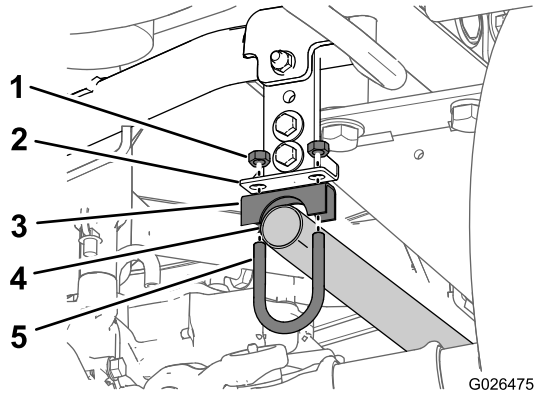

Figur 11
3. I udstødningsrørets åbne ende skal røret understøttes ved at montere en bøjleskrue (1-1/4 tomme), et sadelbeslag (1-1/4 tomme) og 2 møtrikker løst på røret og udstødningsrørets beslag (Figur 11).
Bemærk: Tilspænd ikke klemmen ved udstødningsrørets beslag (Figur 11).